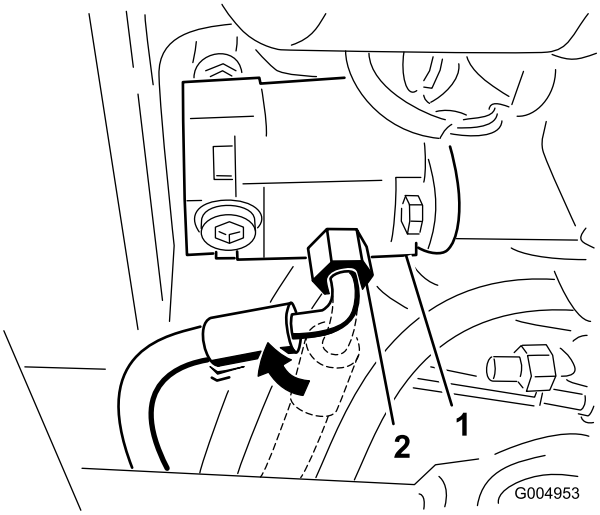

Figur 43
5. Løsn trykslangefittingen ved pumpen, og roter fittingen 45 grader mod maskinens front (Figur 43).
Bemærk: Figur 43 vises, som det ser ud under traktionsenheden.